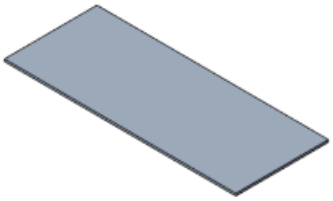

Figure 14-109 *Model of the base wall*
5. Enter the value **1** in the **Thickness** edit box in the **Planar** dashboard and choose the **OK** button from the dashboard to complete the creation of the feature. The model similar to the one shown in Figure 14-109 is displayed in the drawing area.